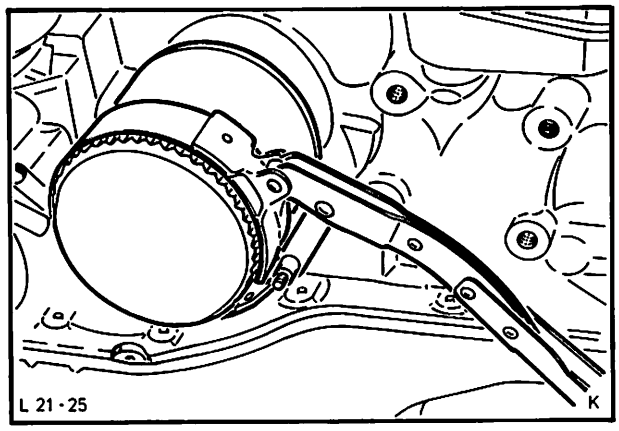

Abb. 34 Ölfilter mit Spannband abschrauben
2. Motoröl ablassen. Ölfilter mit handelsüblichem Ölfilterschlüssel, Abb. 34, abschrauben. Ölmeßstab entfernen.